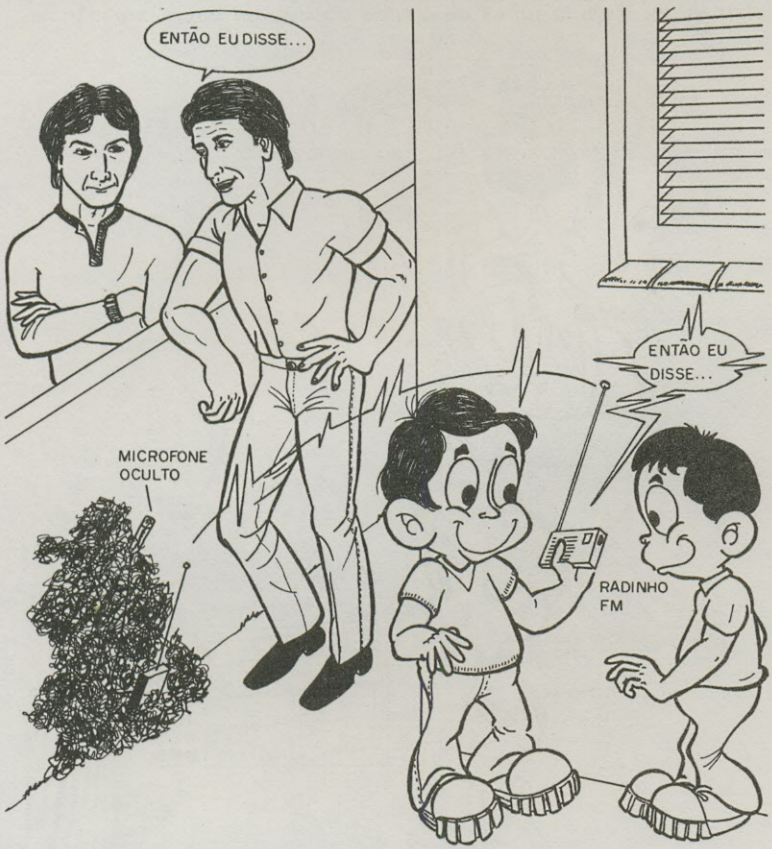

FIGURA 3
e) Ampliador telefônico - usando uma "bobina captadora" você pode transmitir conversas telefônicas para um receptor de FM e ouví-las amplificadas ou mesmo gravá-las à distância (figura 3).